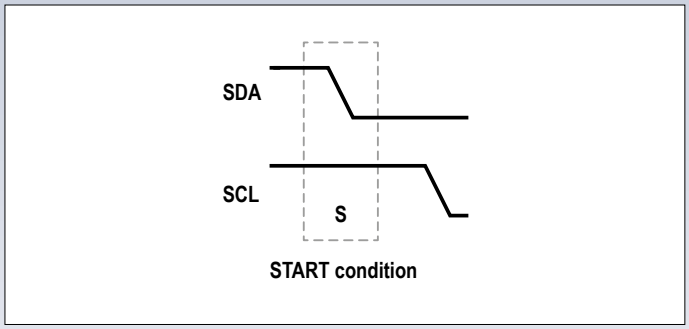

Bild 4. Startbedingung.
1. Um die Übertragung einzuleiten, zieht der Master erst die Datenleitung SDA und dann die Taktleitung SCL auf LOW (**Bild 4**). Diese Sequenz heißt *START condition*.
Bild 4. Mit den anwenderspezifischen Fähigkeiten des SWA kann man ein amplitudenmoduliertes Signal generieren und analysieren. Die Parameter für Modulationstiefe, Trägerfrequenz und Modulationsfrequenz können in die entsprechenden Felder eingegeben werden.